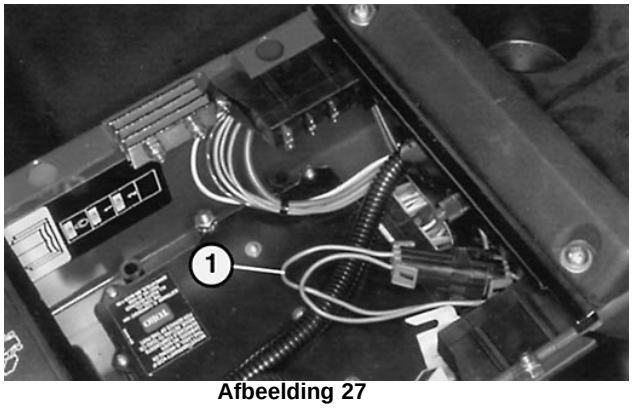

Afbeelding 27
2. Open de kap van het bedieningspaneel. Ga naar het dradenharnas en de stekkers bij de regulator. Maak de kringloopstekker voorzichtig los van de harnasstekker (Afb. 27).